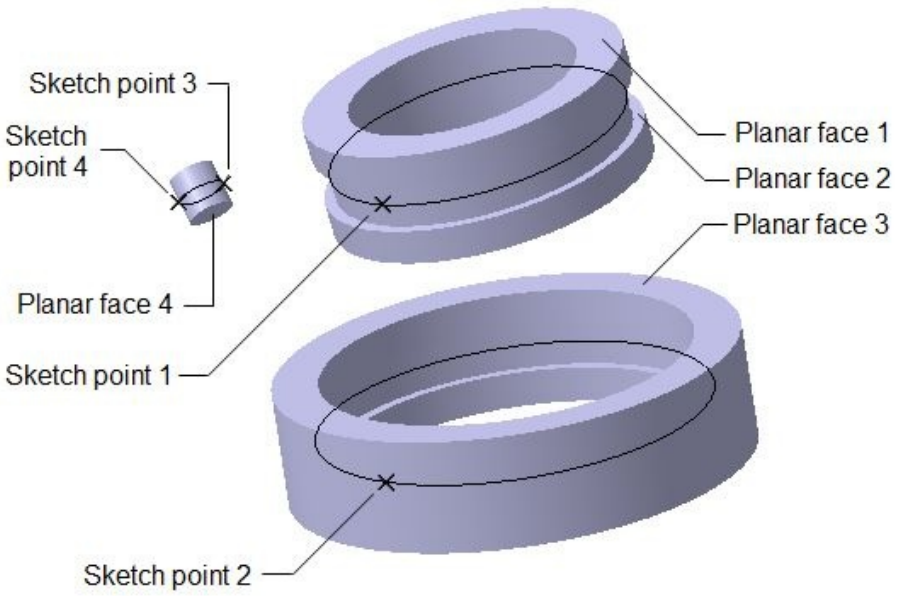

Figure 16-92 *Parts inserted in the* ***Assembly Design*** *workbench*
1. Insert all parts of the Roller Curve Joint mechanism in the **Assembly Design** workbench and place them in 3D space using the Compass, as shown in Figure 16-92. In this figure, the edges of parts are hidden for better visualization.